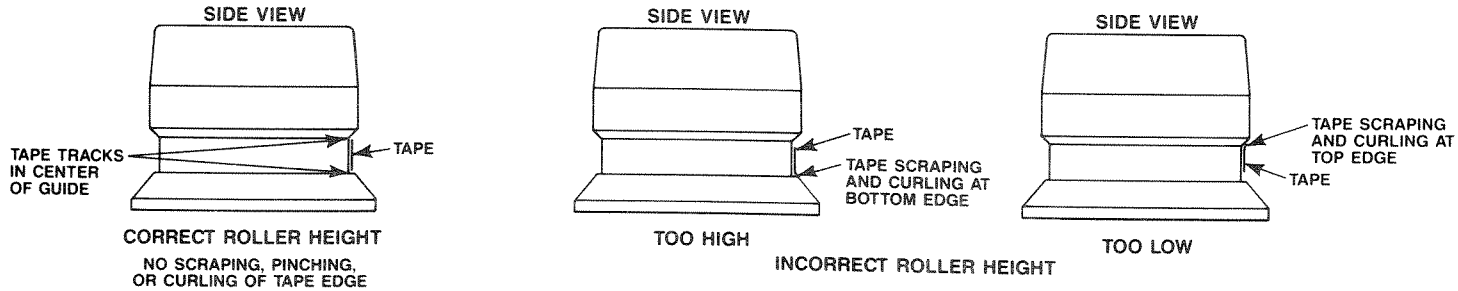

Figure 6-24. Tape Path Over the Roller Guides
The roller guides will rarely needs to be adjusted unless there is repair to any of the mechanical parts or for some reason, the original adjustment of these parts is disturbed. Check the tape path over each of the roller guides referring to Figure 6-24. If the tape is riding smoothly through each of the guides without wrinkling, pinching or noise in FAST FORWARD or REWIND mode, then adjustment is not necessary.
STEP 5 Observe the tape path over the timer roller. The tape should ride in the center of the guide and no scraping noise should be detectable. Make sure that the tape rides smoothly over the guide by visual inspection (refer to Figure 6-24 Tape Path).
STEP 10 Observe the tape path over the roller guide and turn the guide alignment tool clockwise or counter-clockwise until the tape rides in the center of the roller guide and no scraping noise is detectable. Visually inspect that the tape rides smoothly over the roller guide (refer to Figure 6-24 Tape Path).
STEP 14 Observe the tape path over the S-Roller. The tape should ride in the center of the guide and no scraping noise should be detectable. Make sure that the tape rides smoothly over the guide by visual inspection (refer to Figure 6-24, Tape Path).